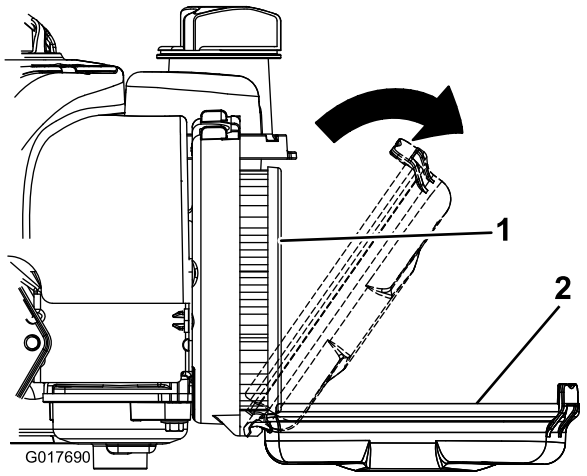

Figuur 17
1. Maak de grendels los waarmee het deksel van het luchtfilter aan de motor is bevestigd (Figuur 17).